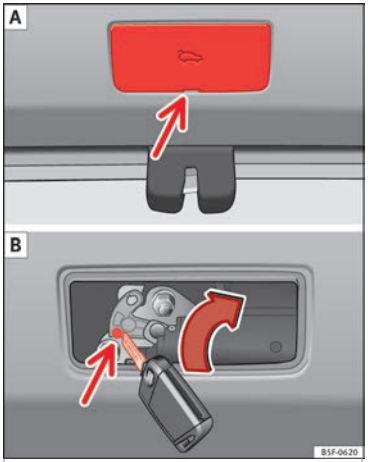

Fig. 7 Detalle del maletero: acceso al desbloqueo de emergencia.
• Retire la tapa insertando un destornillador en la ranura »» **fig. 7 A**.
• Introduzca la llave en el orificio previsto y gírela en el sentido de la flecha hasta liberar el pestillo »» **fig. 7 B**.